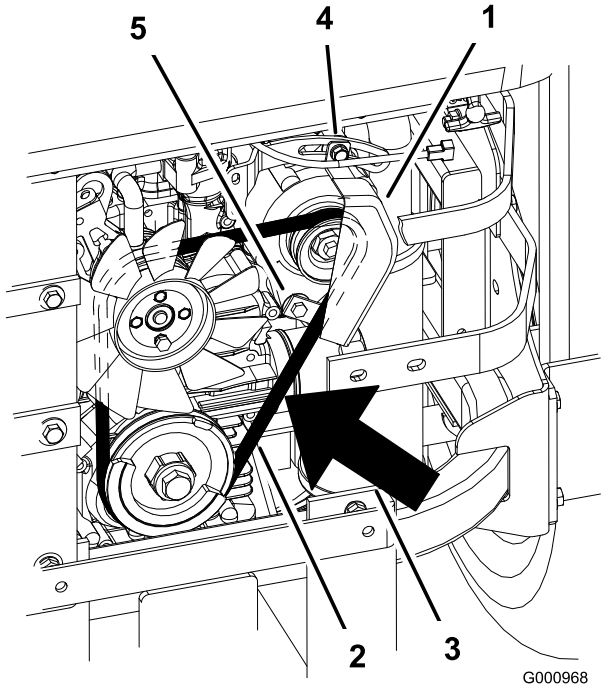

Figur 72
7. Løsn den nederste bolt, og fjern den øverste bolt, der holder generatoren og dækslet (Figur 72).
9. Før en ny rem rundt om remskiverne og generatoren (Figur 72).
14. Løsn den nederste bolt, og fjern den øverste bolt, der holder generatoren og dækslet (Figur 72).
2. Juster generatoren til ydersiden, indtil der er 7–9 mm afbøjning i remmen mellem motoren og generatorens remskiver med en kraft på 10 kgf (Figur 72).
5. Hvis bøjningen er korrekt, skal den nederste og øverste bolt strammes (Figur 72).